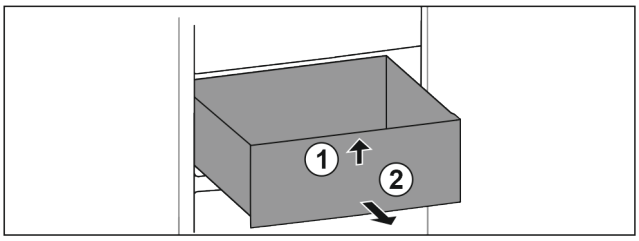

Fig. 109
▶ Schubfach vorne anheben. *Fig. 109 (1)*
▶ Schubfach nach vorne entnehmen. *Fig. 109 (2)*